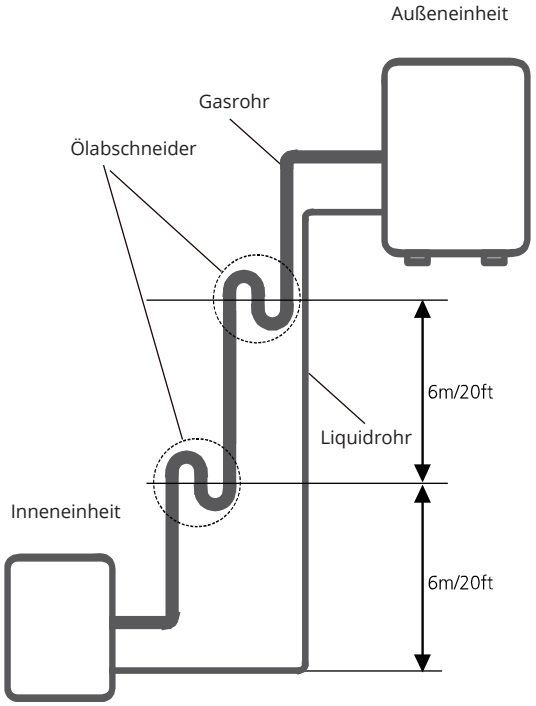

Abb. 7.3
• Es wird empfohlen, die vertikale Saugwirkung nicht übermäßig anzuheben. Die ordnungsgemäße Rückführung des Öls zum Kompressor sollte durch die Geschwindigkeit, mit der das Gas angesaugt wird, erfolgen. Wenn die Geschwindigkeit unter 7,62 m / s (1500 fpm) fällt, nimmt der Ölrücklauf ab. Alle 6 Meter (20Ft) des vertikalen Saugrohrs muss ein Ölabscheider installiert werden. (Siehe Abb.7.3)